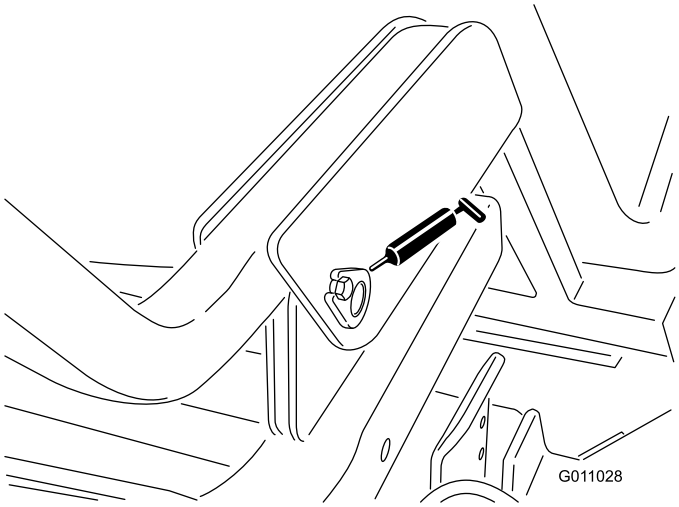

Figur 32
- Tragtbeholderens drejetap (nedre) (2) (Figur 32).